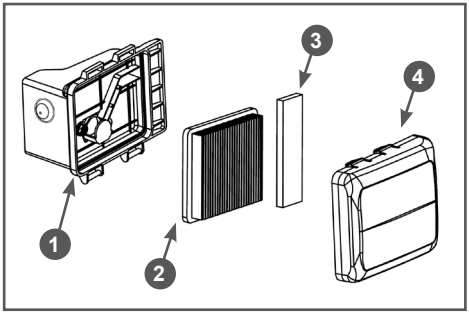

Рис. 18 Обслуживание воздушного фильтра
1. Снимите крышку 4 воздушного фильтра (Рис. 18).
2. Извлеките фильтрующие элементы 2 и 3 (Рис. 18).
5. Произведите очистку корпуса 1 и крышки 4 воздушного фильтра (Рис. 18).